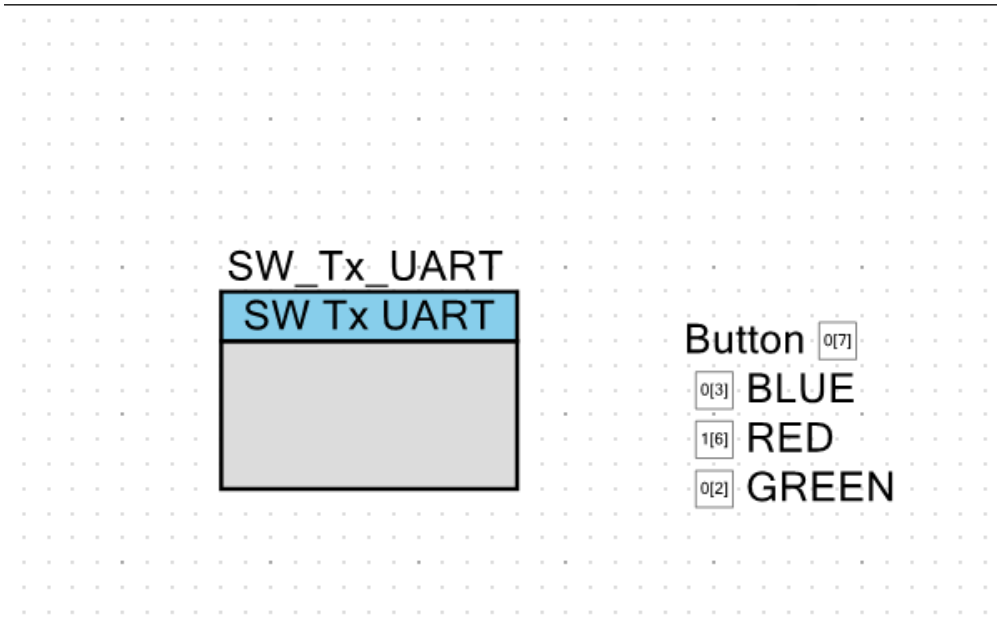

Рисунок 1 - Software Transmit UART
2) Відкриваємо документ TopDesighn.cysch та додаємо Software Transmit UART. В каталозі Cypress, обираємо папку Communications та перетягуємо на сторінку схеми Software Transmit UART (рис. 1).